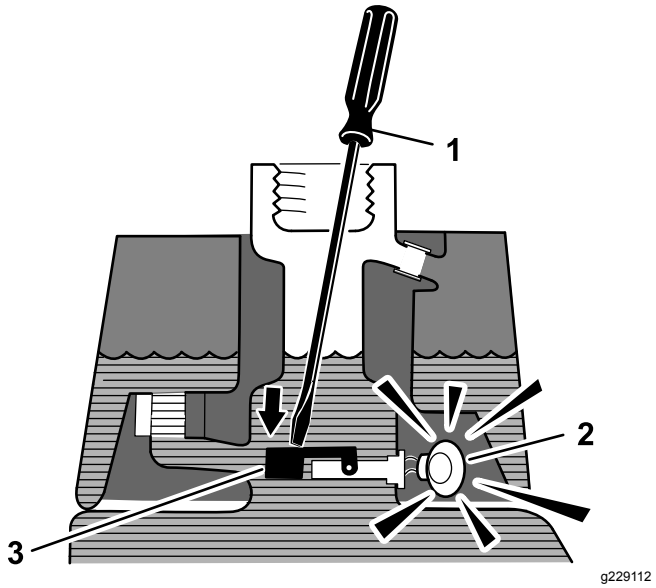

**Figuur 49**
3. Steek een schone staaf of schroevendraaier in de vulbuis en druk de vlotterschakelaar voorzichtig naar beneden (Figuur 49); het alarm zou moeten afgaan na 1 seconde.